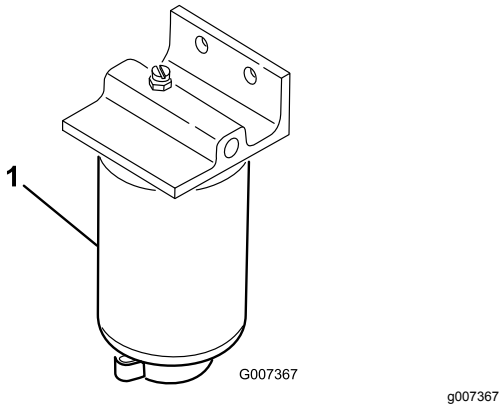

Figur 53
1. Sätt en ren behållare under bränslefiltret (Figur 53).